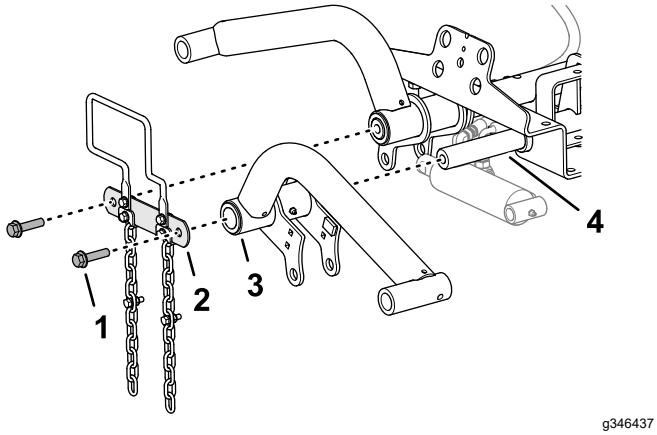

Figur 11
1. Monter løftearmene på løftearmenes drejeaksler som vist i Figur 11.
2. Monter drejeakselleddet til løftearmenes drejeaksler (Figur 11) med de 2 flangehovedmaskinskruer (½" x 2"), som du fjernede i Klargøring til montering af løftearmene (side 17).